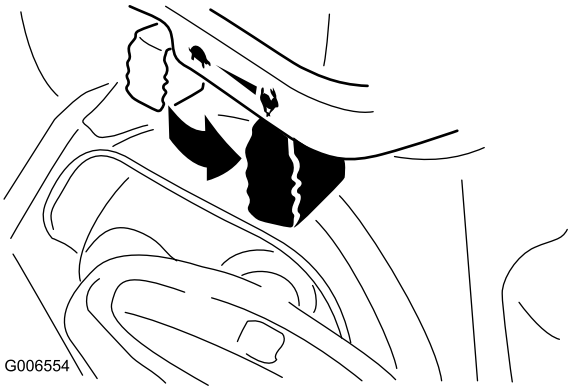

Figur 28
6. Flyt gashåndtaget til positionen Fast (hurtig) (Figur 28).